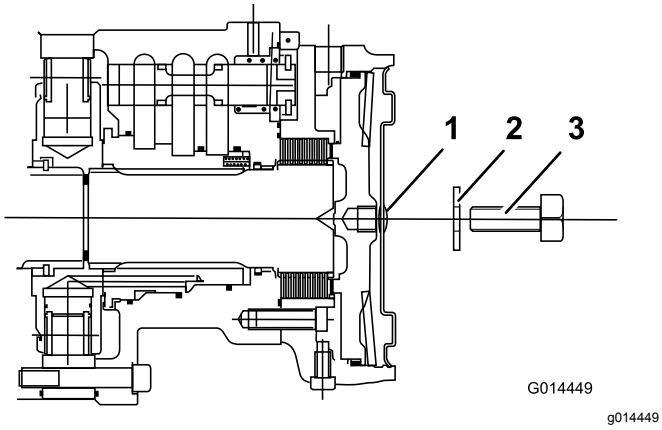

Rysunek 36
4. Zainstaluj śrubę ustalającą M12 x 40 mm z podkładką w otworze na środku płyty końcowej silnika (Rysunek 36).
5. Wkręcaj śrubę ustalającą do otworu gwintowanego w tłoczku hamulca do momentu, aż hamulec zostanie zwolniony (Rysunek 36).
6. Odszukaj zespół hamulca tarczowego przedniego lewego koła i powtórz powyższą procedurę (Rysunek 36).